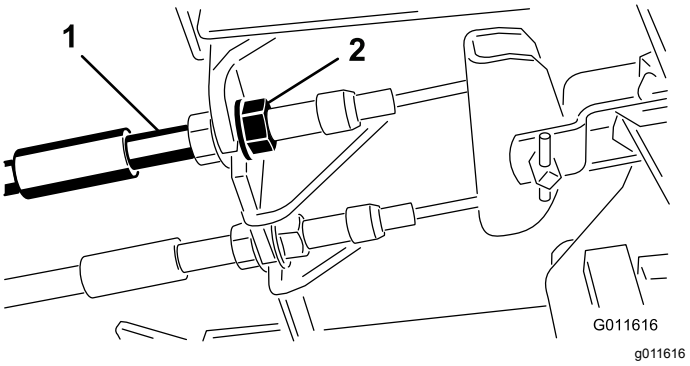

**Figur 69**
1. Hvis du vil redusere frigangen til bremsepedalene, strammer du bremsene ved å løsne den fremre mutteren på bremsekabelens gjengeende (Figur 69).